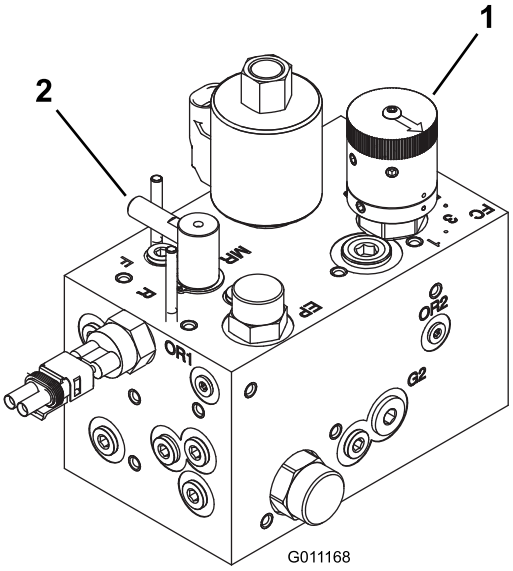

Rysunek 78
3. Przełącznik kierunku obrotów wrzecion przestaw w pozycję R (ostrzenie). Przełącznik regulacji obrotów wrzecion przestaw w pozycję 1 (Rysunek 78).